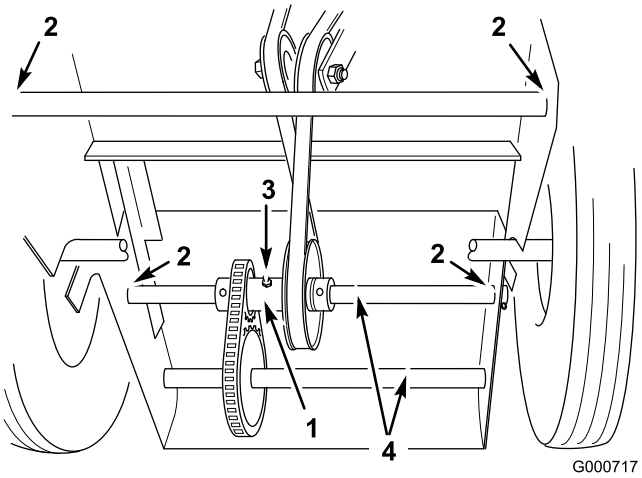

Bild 25
- wo sich die Vorderradstütze im Motorunterteil dreht (Bild 25).
- wo sich die Hinterrad-Antriebswellen im Motorunterteil drehen (Bild 25).
Schmieren Sie die hintere Spannscheibe alle 25 Betriebsstunden mit Nr. 2 Allzweckschmierfett ein; häufiger bei staubigen oder sandigen Bedingungen (Bild 25). Pressen Sie Fett in die Nippel, bis das Fett beginnt, aus den Lagern auszutreten.